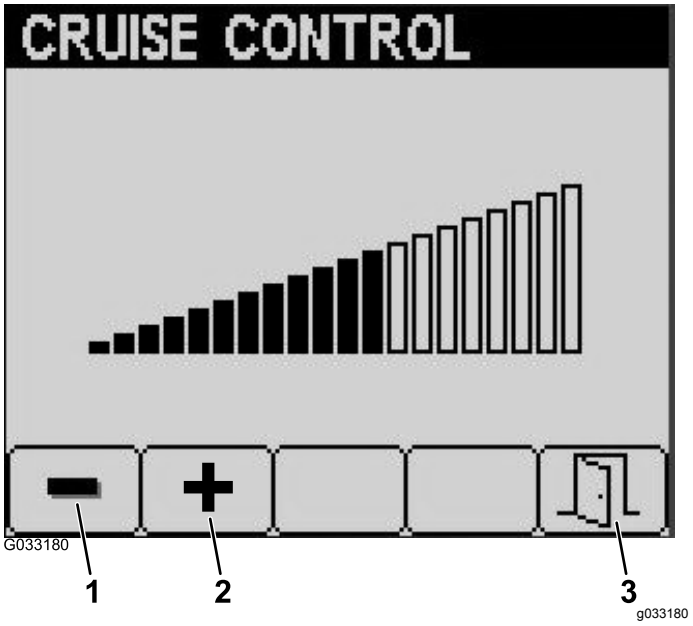

**Figur 29**
4. Utgår från skärmen Farthållaren och tryck på knapp 1 för att minska farthållarens hastighet eller knapp 2 för att öka farthållarens hastighet (Figur 29).
5. När du har ställt in önskad hastighet för farthållaren, trycker du på knapp 5 för att avsluta (Figur 29).